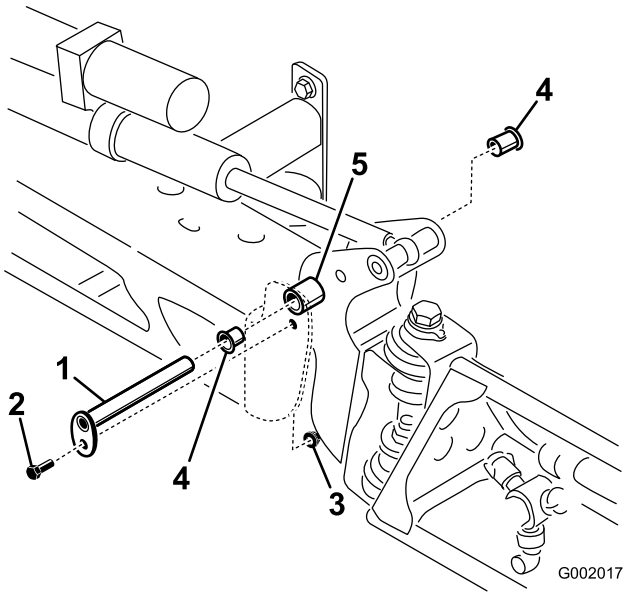

Bild 62
3. Wenn das Gewicht des Auslegers abgestützt ist, nehmen Sie die Schraube und die Mutter ab, mit denen der Lagerbolzen am Ausleger befestigt ist (Bild 62). Nehmen Sie den Lagerbolzen ab.
5. Nehmen Sie die Nylonbüchsen vorne und hinten an der Schwenkhalterung ab und prüfen Sie sie (Bild 62). Ersetzen Sie beschädigte Büchsen.
7. Montieren Sie den Ausleger und die Schwenkhalterung im mittleren Rahmen und richten Sie die Öffnungen aus (Bild 62).